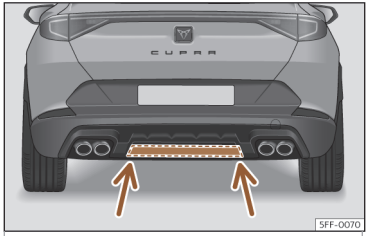

Fig. 86 Zona de detección del sensor inferior
- Si el portón trasero no se abre, repita el procedimiento transcurridos algunos segundos. Posiblemente no ha alcanzado la zona de detección del sensor inferior››› **fig. 86** .